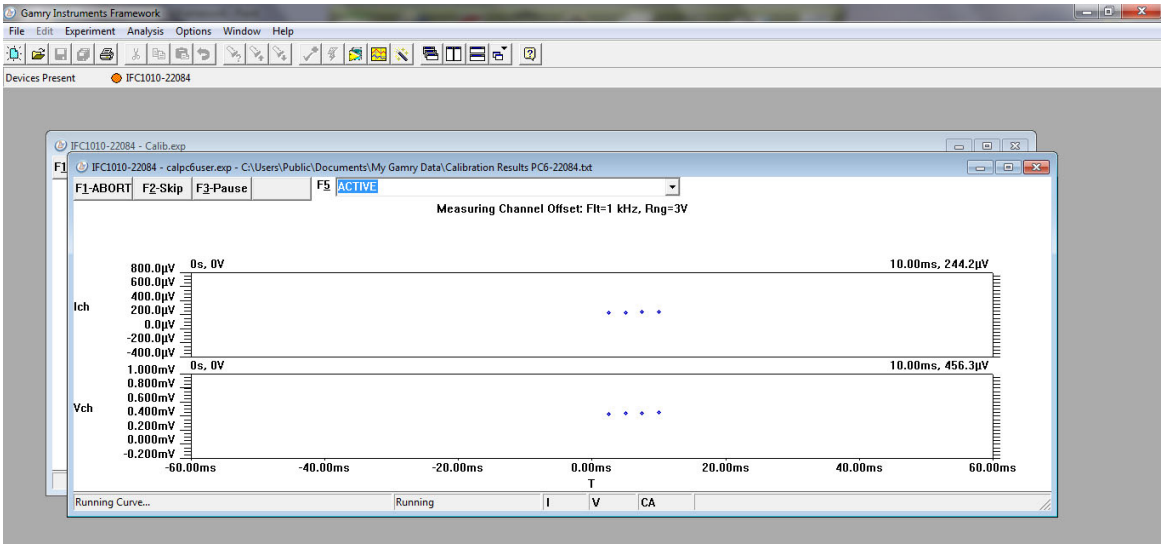
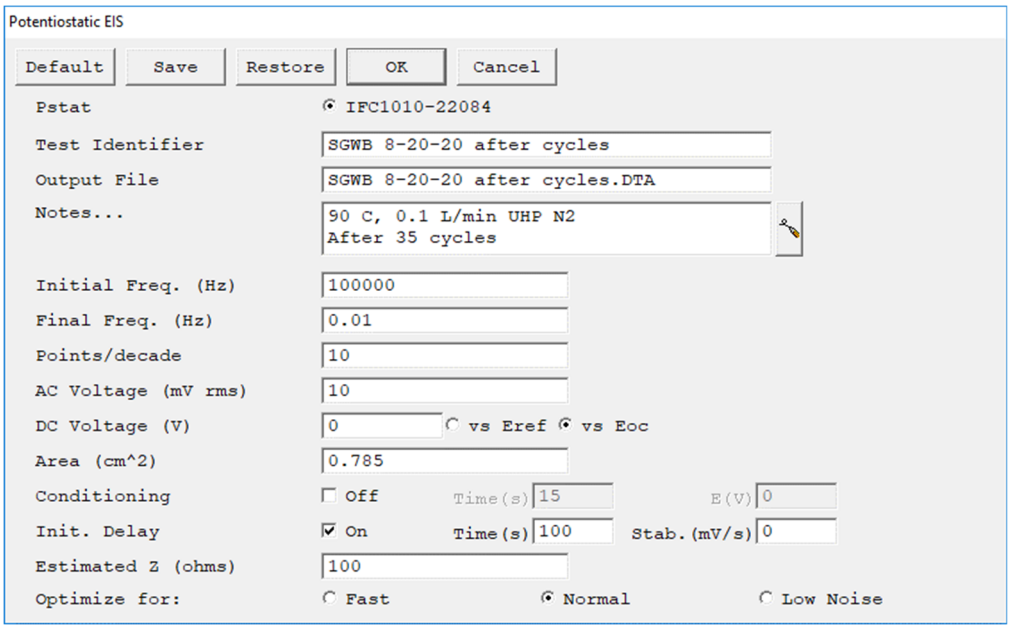

Figure 10. Snapshot of the Gamry Framework Software at Acquiring Data
Figure 11a. Snapshot of the EIS measurement window for parameter inputs
2.8.6 Open the Gamry Framework software and select Experiment → desired experiment type (Figure 10).
2.8.7 In the menu enter any notes relevant to the test as well as the desired specifications and hit 'OK' (see Figure 11a) to acquire all data as shown in Figure 10. The following subsections list a few testing examples that are most often used in corrosion experiments.
- From Gamry Framework menu, select Experiment→G Electrochemical Impedance→5 Potentiostatic EIS. It brings up the 'Potentiostatic EIS' window (Figure 11a).
- Input Test Identifier, Output File, Notes, and other parameters in the window. The parameters shown in Figure 11a are the default values for an EIS measurement of iron corrosion. Depending on testing materials and/or systems, the parameters could be different. See the Gamry Interface 1010E Manual for details.